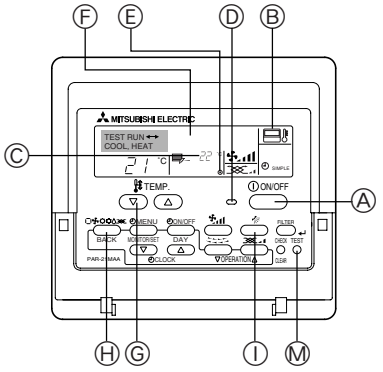

Fig. 7-1
7.2.1. Verwendung der verdrahteten Fernbedienung (Fig. 7-1)
① Den Strom mindestens 12 Stunden vor dem Testlauf einschalten.
② Die [TEST]-Taste zweimal drücken. ➡ "TEST RUN"-Flüssigkristallanzeige (LCD)
③ Taste [Mode selection] (Wahl der Betriebsart) drücken. ➡ Vergewissern, daß Luft ausgeblasen wird.
④ Taste [Mode selection] (Wahl der Betriebsart) drücken und die Betriebsart Kühlen (oder Heizen) einschalten. ➡ Vergewissern, daß kalte (oder warme) Luft ausgeblasen wird.
⑤ Die Taste [Fan speed] (Luftgeschwindigkeit) drücken. ➡ Vergewissern, daß die Luftgeschwindigkeit eingeschaltet ist.
⑥ Den Betrieb des Gebläses der Außenanlage überprüfen.
⑦ Durch Drücken der Taste [ON/OFF] (EIN/AUS) den Testlauf freigeben. ➡ Stopp
⑧ Speichern Sie eine Telefonnummer ein.